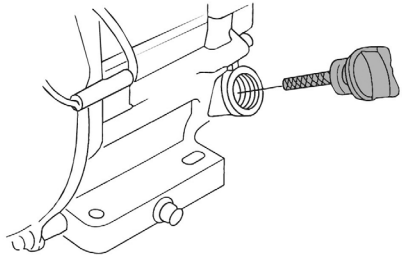

Рис. 4. Крышка-щуп маслозаливной горловины
2. Открутите крышку-щуп маслозаливной горловины и извлеките щуп (Рис. 4).
2. Выкрутите крышку-щуп маслозаливной горловины и извлеките щуп (Рис. 4).